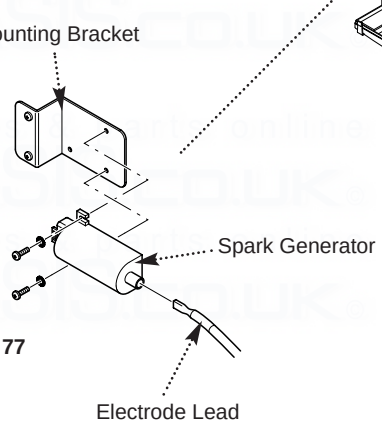

Fig. 77
12.16 Spark Generator (Fig. 77)